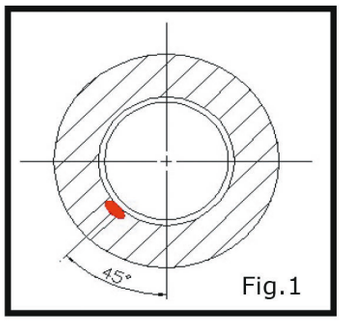

Fig.1
- Longitudinalmente sotto la tubazione, 1 mt di cavo per ogni mt di tubo (fig. 1)
- Spiralato per serbatoi di piccole e medie dimensioni (fig. 1)